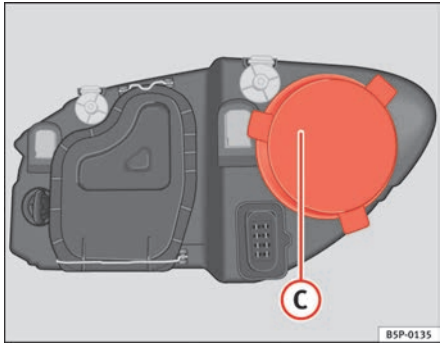

Fig. 184 Main beam headlights
– Remove the cover ⇒ fig. 184 (C) by pulling on this.